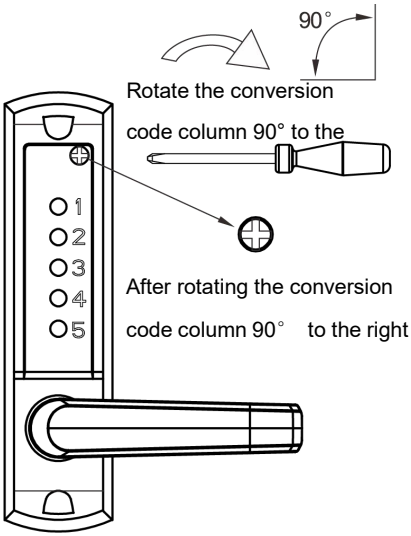
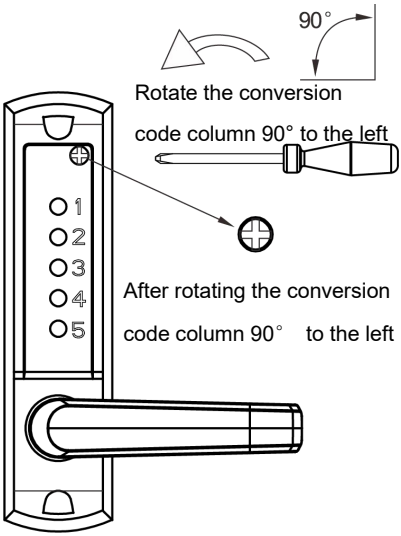

FIG1
FIG2
3) Geben Sie das ursprüngliche Passwort 123 oder das alte Passwort ein. Drehen Sie anschließend mit einem Schraubendreher die Codespalte um 90 Grad nach rechts und heben Sie dann den Hebel an, um das alte Passwort zu löschen (siehe Abbildung 1). Geben Sie das gewünschte neue Passwort ein und drehen Sie abschließend mit einem Kreuzschlitzschraubendreher die Codespalte um 90 Grad nach links. Drücken Sie dann den Hebel nach unten, um die Einstellung abzuschließen (siehe Abbildung 2).